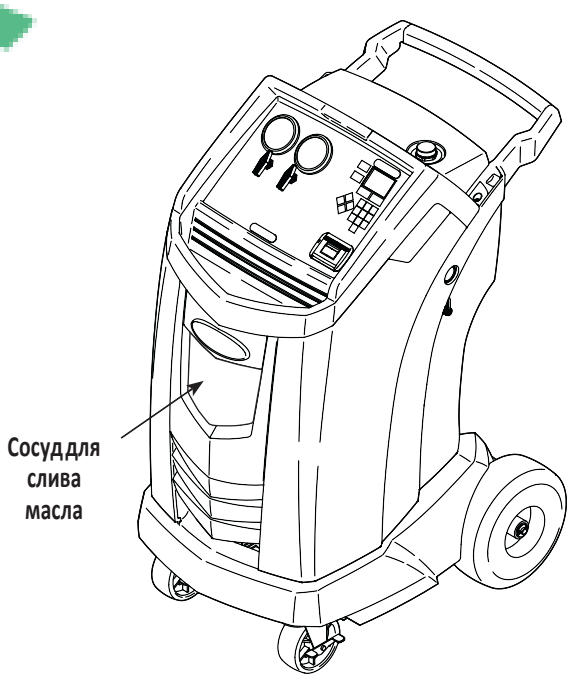

Рисунок 6
3. Извлечь сосуд для слива масла (см. Рисунок 6) из установки Robinair. Слить из сосуда масло и утилизировать его в соответствии с нормами, действующими в вашей стране. Установить сосуд для слива масла обратно в установку.